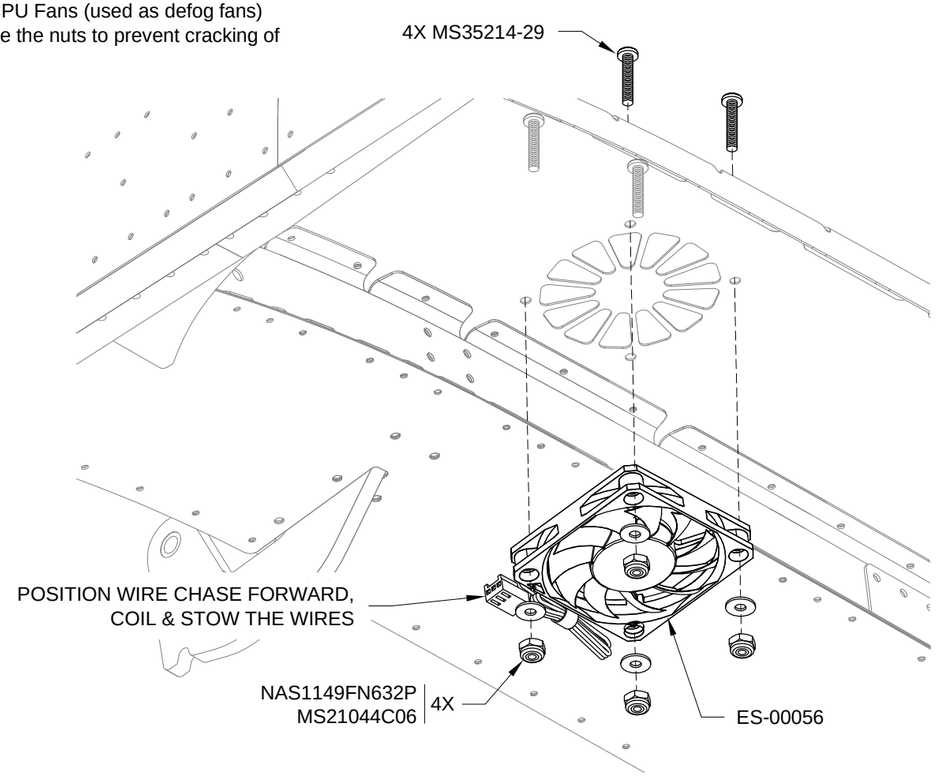

FIGURE 2: DEFOG FAN INSTALLATION
Step 2: Install the two ES-00056 CPU Fans (used as defog fans) as shown in Figure 2. Lightly torque the nuts to prevent cracking of the case.